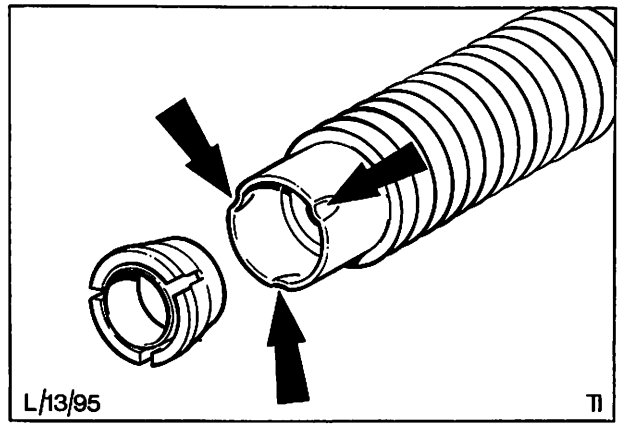

Abb. 17 Verstemmungspunkte des unteren Lagers
14. Mantelrohr aufstemmen und unteres Lenkspindellager herausnehmen, siehe Abb. 17.
22. Unteres Lager einbauen und durch Verstemmen des Mantelrohres (an 3 Stellen) sichern, siehe Abb. 17.